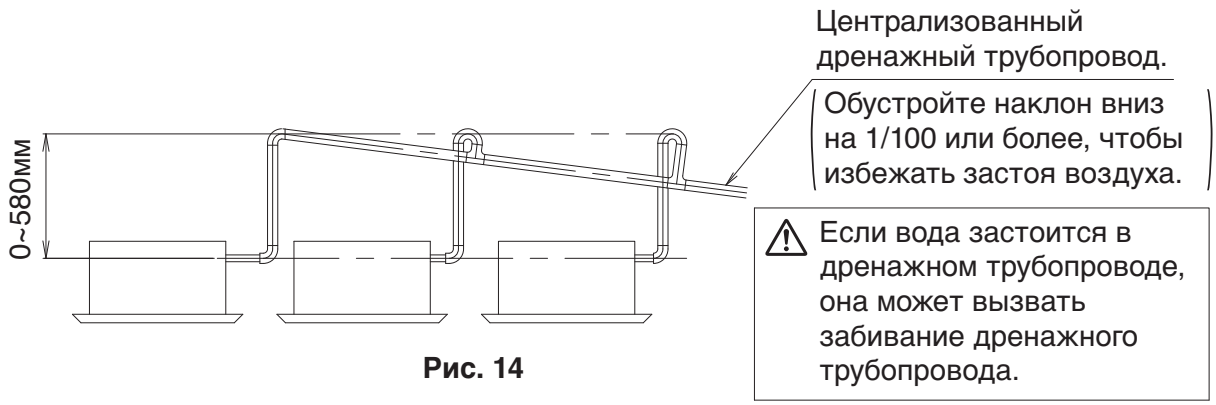

Рис. 14
- В случае централизованного дренажного трубопровода, трубы следует прокладывать в соответствии с процедурой, изображенной на **Рис. 14** ниже.